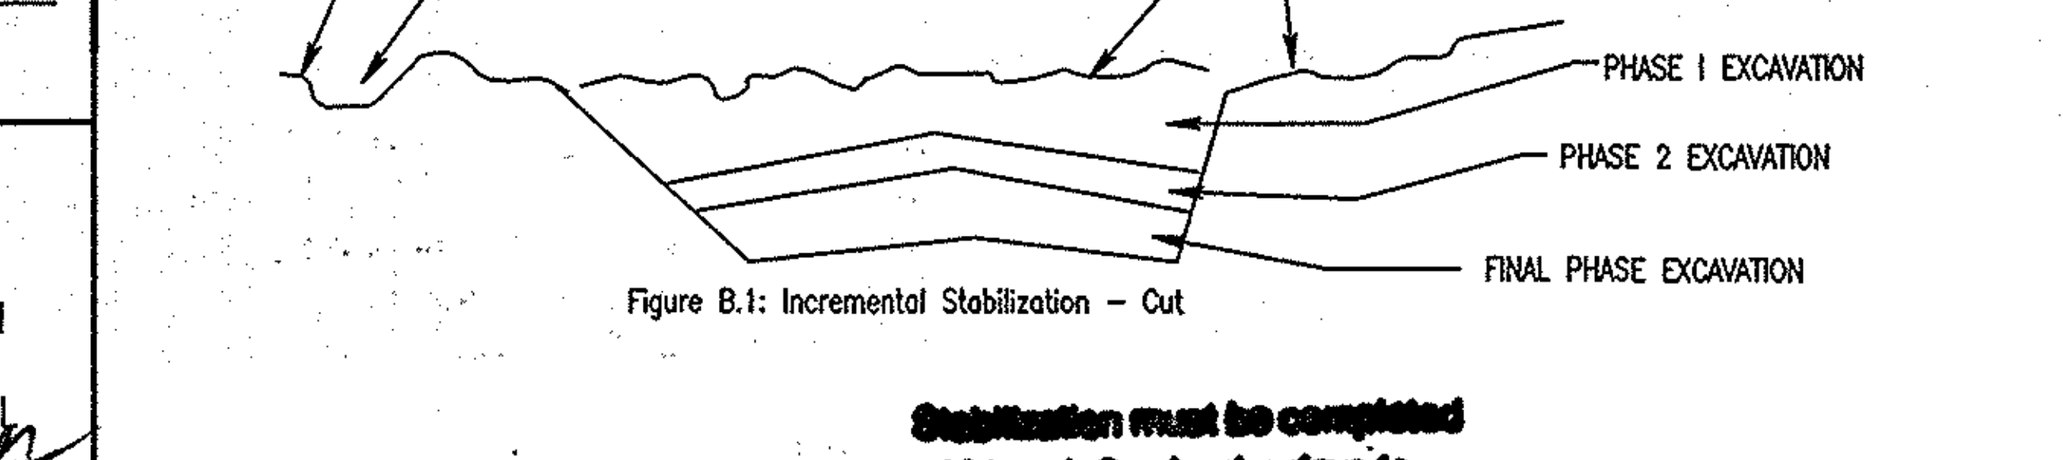

Figure B.1: Incremental Stabilization – Cut
2. Construction sequence example (Refer to Figure B.1)